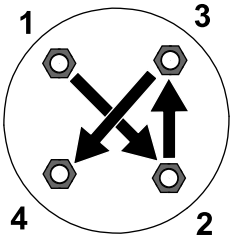

Figur 11
3. Tilspænd hjullåsemøtrikkerne (i et krydsmønster som vist i Figur 11) med et moment på 108 til 122 Nm.